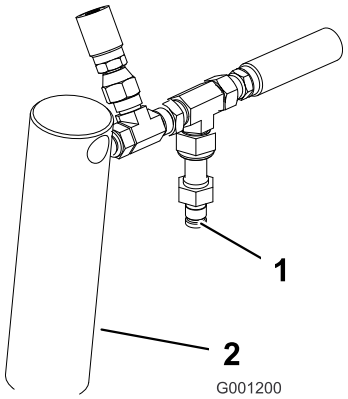

**Figur 12**
2. Slut en trykmåler til testporten bag den højre løftecylinder (Figur 12).